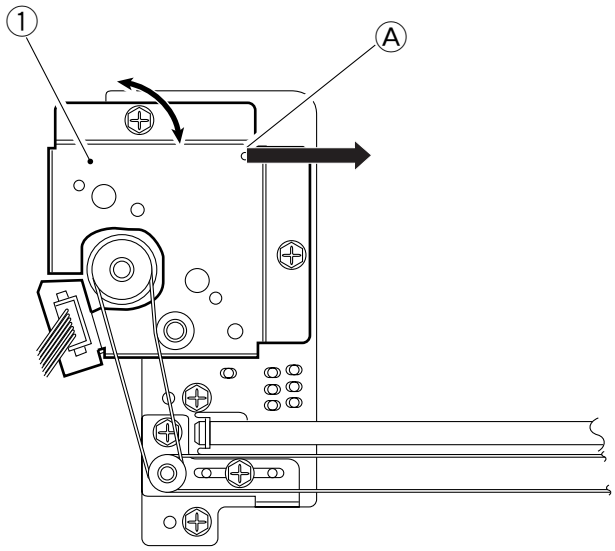

Figure 3-527
Move the lens motor support ① and fit it in place so that the reading of the spring gauge is 1000 ± 50g when motor support ① is pulled with a spring gauge in the direction of the arrow at the point Ⓐ indicated in Figure 3-527.